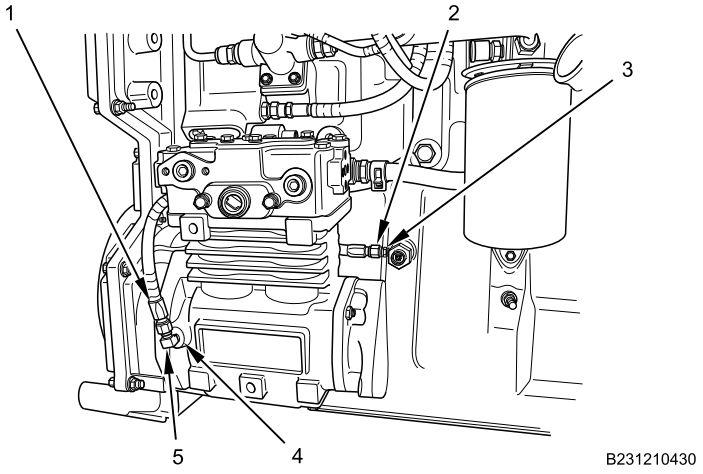

Figure 6. Air Compressor Oil Inlet.
11. Disconnect air compressor oil inlet hose (Figure 6, Item 1) from angle fitting (Figure 6, Item 5).
12. Remove angle fitting (Figure 6, Item 5) from air compressor oil inlet port (Figure 6, Item 2).
13. Disconnect and remove air compressor oil inlet hose fitting (Figure 6, Item 2) from tee fitting (Figure 6, Item 4), and remove oil inlet hose (Figure 6, Item 1).